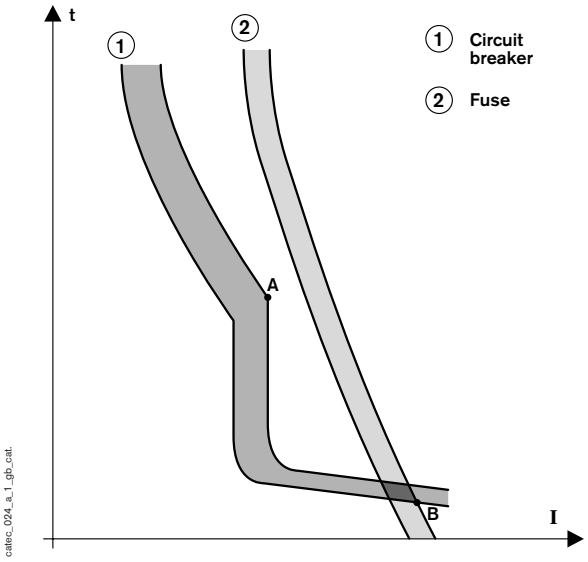

Fig. 1: fuse/circuit breaker discrimination
- The fuse's pre-arcing melting curve must be placed above point A (fig. 1).
- Crossover point B (see fig. 1) must be less than the circuit breakers' lowest ultimate breaking capacity.